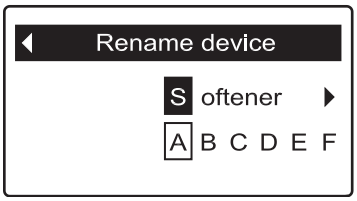

FIG. 119
4. Press the SELECT (○) button to display the Rename device screen (See Figure 119).